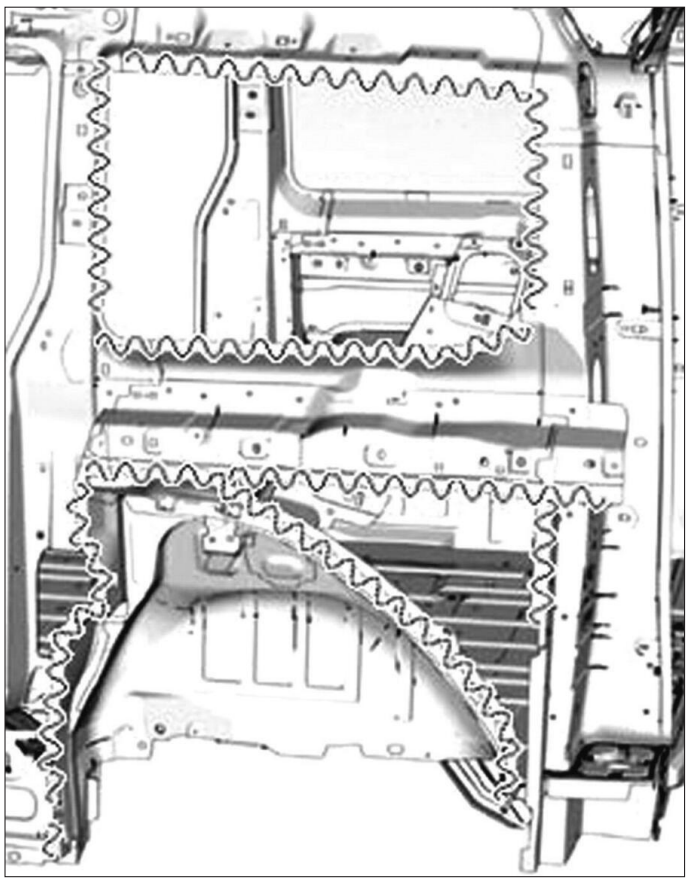

**FIG. 85**
• Appliquer une colle de calage, pour respecter les fonctions d'étanchéité suivantes **(Fig.85)**.